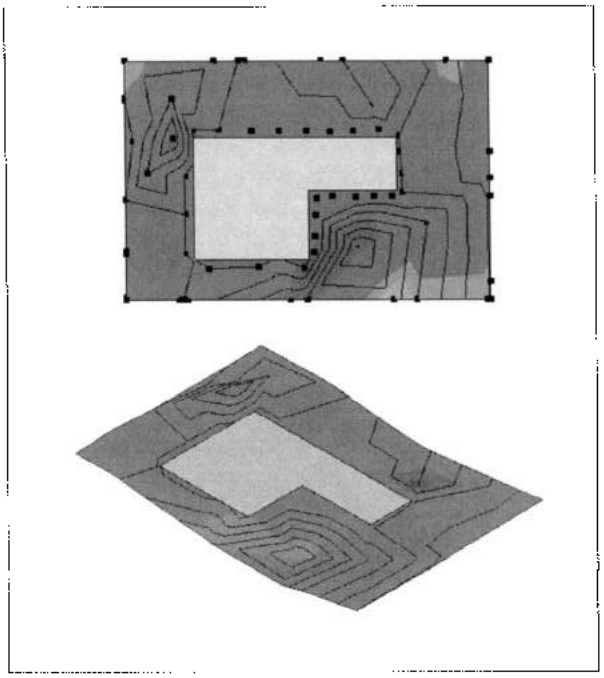

Рис. 22.20. *Горизонтальное выравнивание участка*
e. Выбрать на ленте в разделе **Tools** инструмент **Place Point**, установить в строке параметров в поле **Elevation** значение 1000 мм и проставить точки с наружной стороны от границ участка, как показано на рис. 22.20. Линии горизонталей внутри участка исчезнут. Это означает, что участок стал горизонтальным.